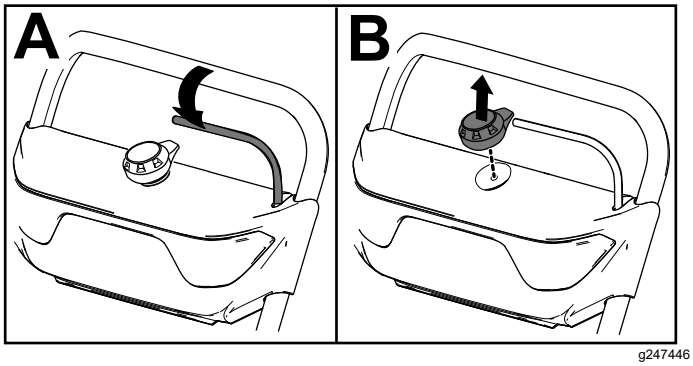

Figur 12
1. Slip bøjlen (A i Figur 12).
2. Tag den elektriske startknap ud af den elektriske startmotor (B i Figur 12).